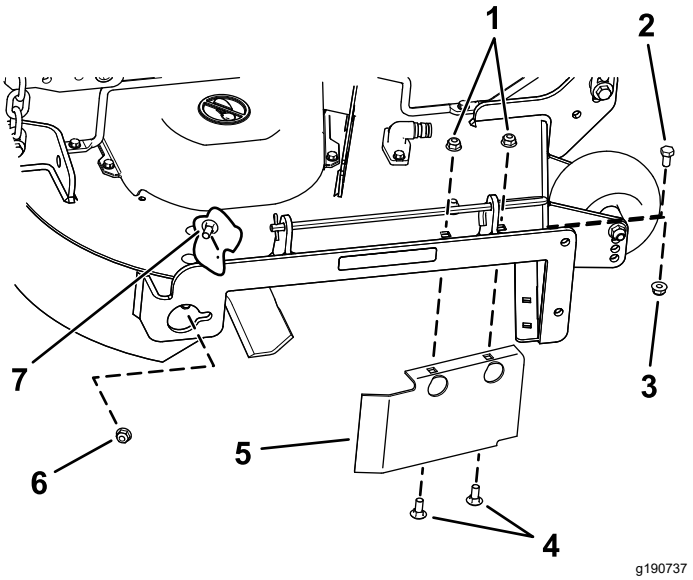

Figur 18
8. Fjern låsebolten (5/16 x 3/4 tomme) og låsemutteren (5/16 tomme) på bakveggen av klippeenheten som fester skjermen til klippeenheten (Figur 18).
9. Finn skjermvernet på den fremre kanten av sideutslippsåpningen (Figur 18).
10. Fjern festene som fester skjermvernet og den høyre skjermen til klippeenheten (Figur 18).
13. Monter festene du fjernet tidligere i de fremre hullene i utslippsplaten og fremover hull i klippeenheten (Figur 18).